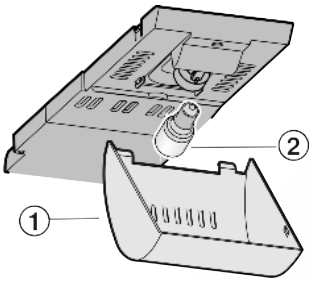

Fig. 14
▶ Возьмитесь за крышку *Fig. 14 (1)* спереди и снимите с крючка сзади.
▶ Лампу накаливания *Fig. 14 (2)* заменить.
▶ Снова наденьте крышку *Fig. 14 (1)*.